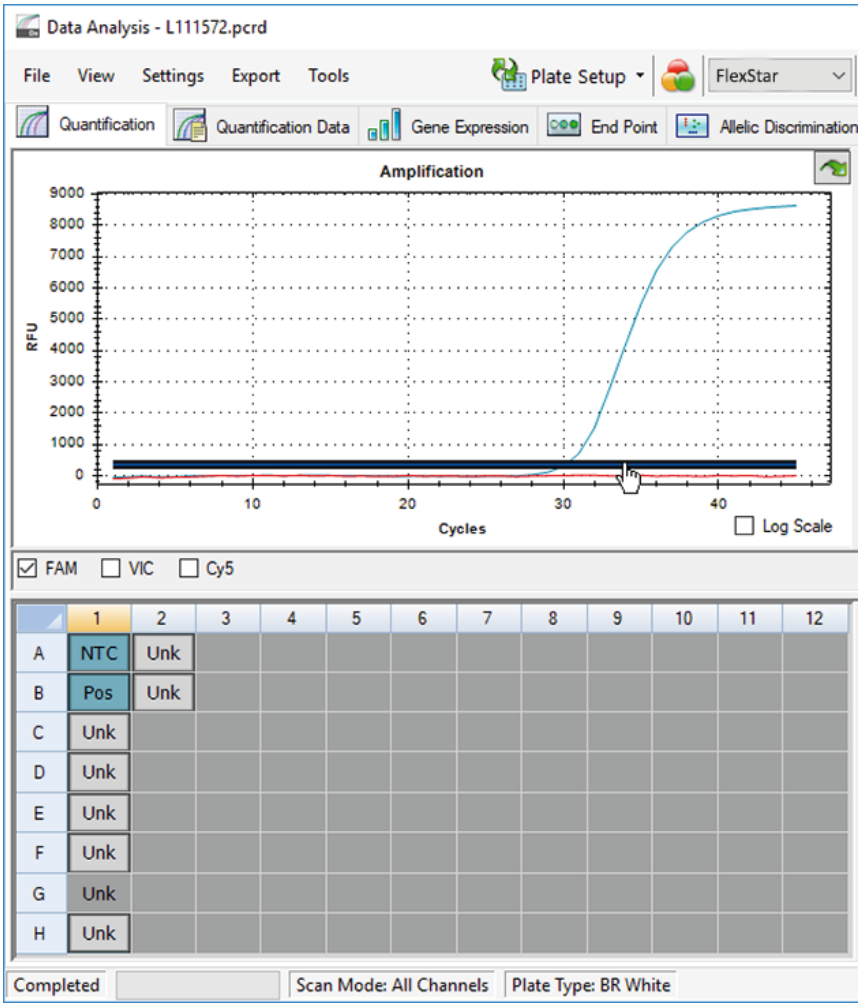

Figura 10: Ejemplo de ventana Data Analysis (análisis de datos): configuración del umbral FAM™
5. En la parte izquierda de la ventana Data Analysis (análisis de datos) quite la marca de la casilla de verificación **VIC™** y marque la casilla **FAM™** para el canal de detección de MG objetivo (consulte la figura 10).
6. Seleccione únicamente los pocillos que contienen el NTC y el PC en la vista de placa de la ventana Data Analysis (análisis de datos) (consulte la figura 10).
7. Arrastre el pocillo de umbral por encima de la señal del NTC hacia el área exponencial de la señal de PC (consulte la figura 10).